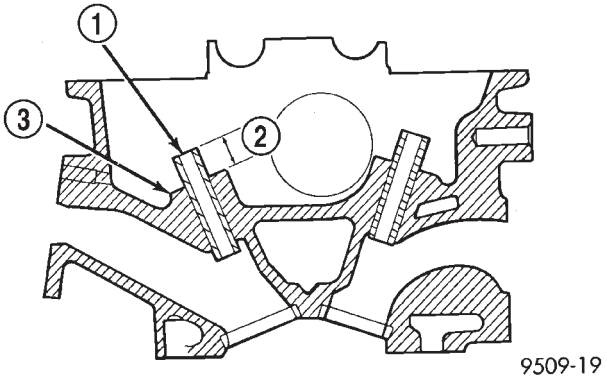

Abb. 119 Höhe der Ventilführung
(3) Höhe der Ventilführung messen (Abb. 119).